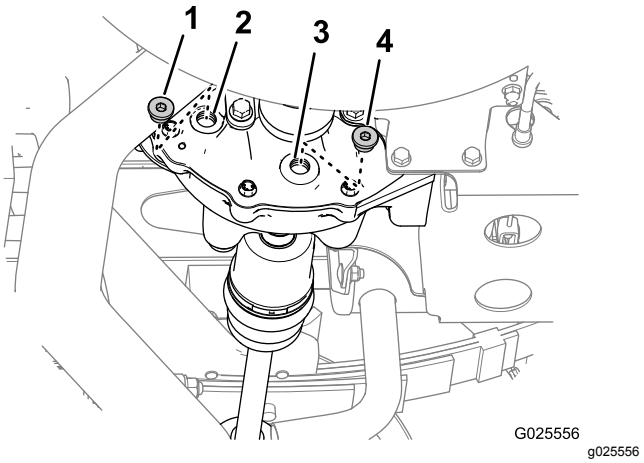

图65
1. 对齐排放塞下的排放盘图65。
2. 从差速器的加油口卸下加油塞并从排油口卸下排油塞图65。
4. 将排油塞装回排油口图65上紧排油塞扭矩至14 19N·m。
5. 将 550ml 指定油添加到差速器的加油口图65。
6. 将加油塞装回加油口图65上紧加油塞扭矩至14 19N·m。